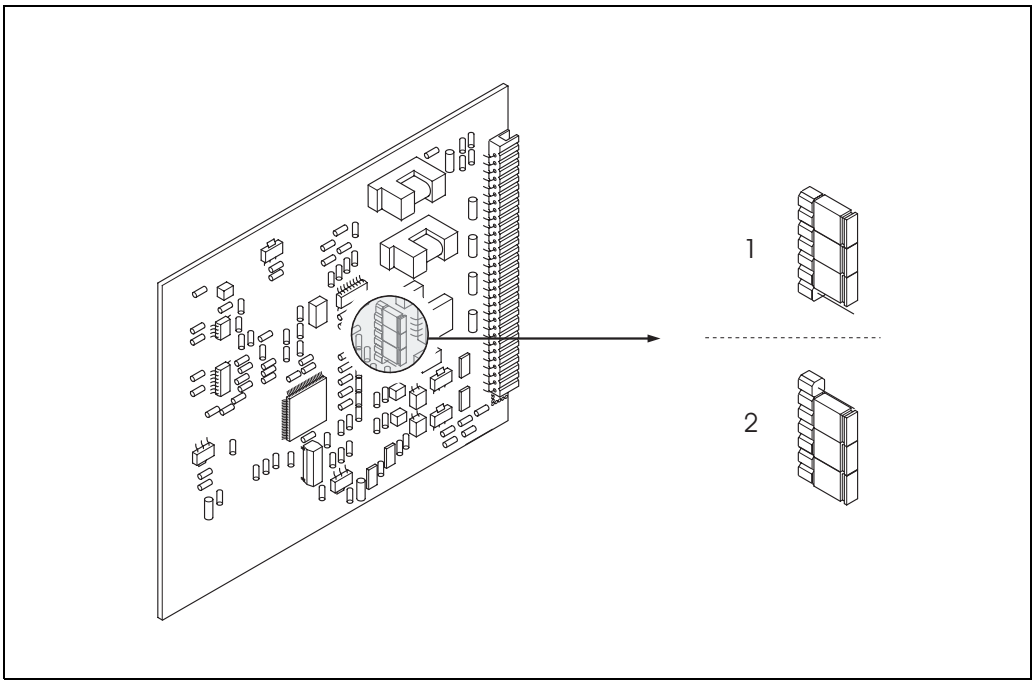

Fig. 16: Configuring the current output (I/O board)
3. Set the jumpers in accordance with Fig. 16.
Risk of destroying the measuring device. Set the jumpers exactly as shown in Fig. 16. Incorrectly set jumpers can cause overcurrents that would destroy either the measuring device or external devices connected to it.